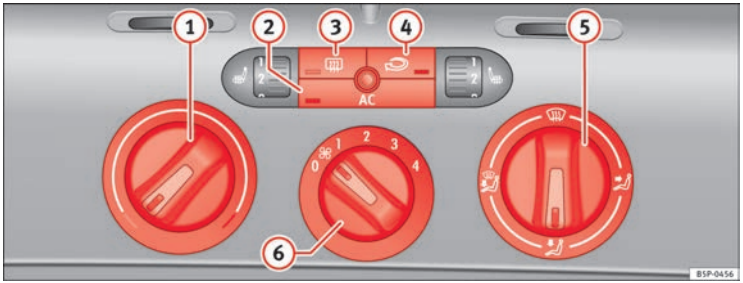

Fig. 126 Sulla plancia portastrumenti: i comandi del Climatic
– Le manopole ⇒ fig. 126 (1) e (5) e la manopola (6) servono rispettivamente a impostare la temperatura desiderata, a indirizzare il flusso d'aria e a selezionare il livello di potenza della ventola.
– Per attivare o disattivare una funzione bisogna premere il tasto corrispondente (2), (3) o (4). Quando la funzione è attiva, la spia situata nell'angolo in basso del tasto si illumina.
(1) Manopola di regolazione della temperatura ⇒ pagina 166
(2) Tasto AC - Accensione e spegnimento del climatizzatore ⇒ pagina 166
(3) Tasto - Lunotto termico. Questa funzione si spegne automaticamente dopo circa *20 minuti*. Se si desidera spegnerlo prima bisogna premere il tasto relativo.
(4) Tasto - Funzione di ricircolo ⇒ pagina 168
(5) Manopola di regolazione della ripartizione del flusso d'aria ⇒ pagina 166
(6) Comando del ventilatore. Il volume del flusso d'aria è regolabile su quattro livelli. Quando si viaggia a basse velocità, si consiglia di tenere sempre acceso il ventilatore al livello più basso. ▶
– Accendere il climatizzatore con il tasto ⇒ fig. 126 AC ▶